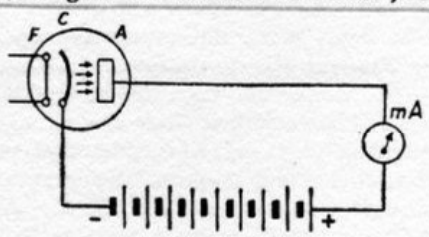

Fig. 26. Door middel van den milliampèremeter mA is het mogelijk den stroom te meten, die van de kathode C naar de anode A gaat.
W. — Die cilinder in kwestie heet *anode* of *plaat* en de stroom, die van de kathode naar de anode gaat en na door de batterij te zijn gegaan naar de kathode terugkeert, heet *anode-* of *plaatstroom*. Het bestaan van dien stroom kun je nu vaststellen met behulp van een milli-ampèremeter, dien je in den plaatkring inschakelt (fig. 26).